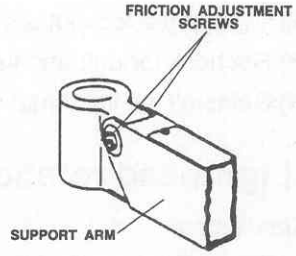

Figure 3-14. Friction adjustment.
(1) Tighten the two friction adjustment screws (fig 3-14) equally.
(2) Recheck for vertical drift and tighten the friction adjustment screws slightly more, if required.